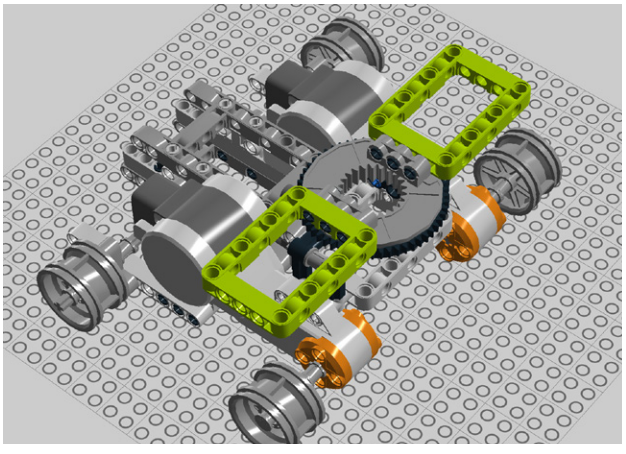

Figure 7-50. *Step 43: Attaching the Technic frames*
43. Add two 5x7 Technic frames to the turntable. See Figure 7-50 for how this goes together.